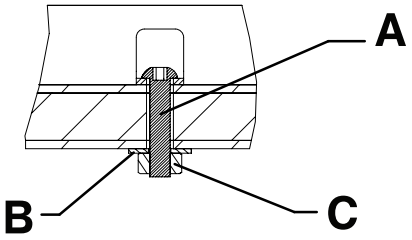
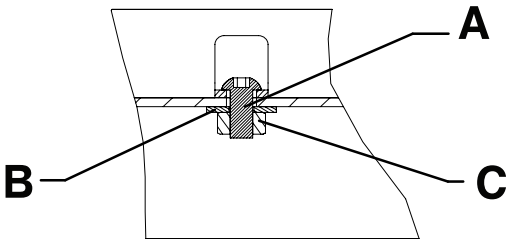

Figura 12 – Calhas-guia na montagem no piso — Vista 5A
Figura 13 – Calhas-guia na montagem no tabuleiro — Vista 5B
5. Fixe as calhas-guia ao piso ou ao tabuleiro, utilizando dois parafusos de cabeça redonda M8 (A), duas anilhas M8 (B) e duas porcas M8 (C) (não fornecidos) (Figura 12 ou Figura 13).